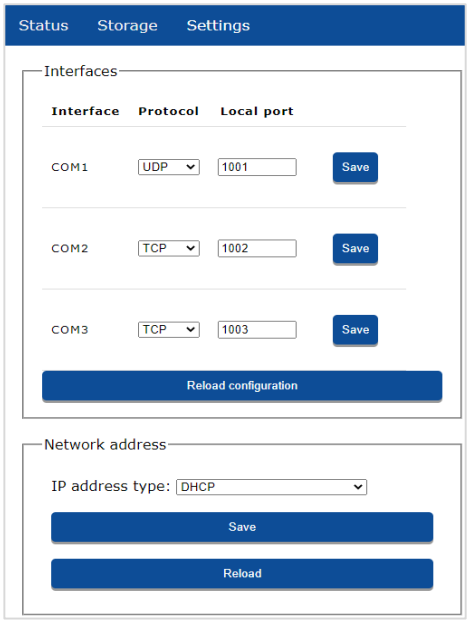

Fig. I.8.
- Network: The "Network" tab from the Settings drop-down menu gives the user the ability to set up and configure the different COM ports for the device to output data packets with to select locations (in the "Interfaces" section) as well as configure the "Network address" settings. This window can be seen in Fig. I.8. Working with TCP settings will require you to follow instructions detailed in Appendix H, where you can set up the Ethernet connection as a virtual communication port and view data in real-time through a virtual serial connection.